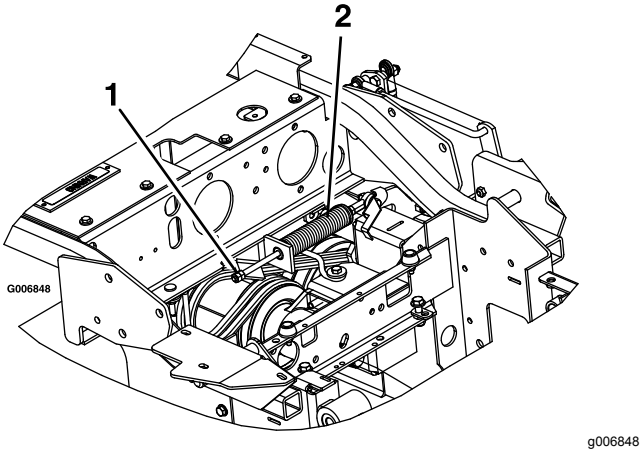

Figure 60
3. Localisez le ressort de frein et vissez les deux écrous de blocage au bout de la tige du ressort (Figure 60).